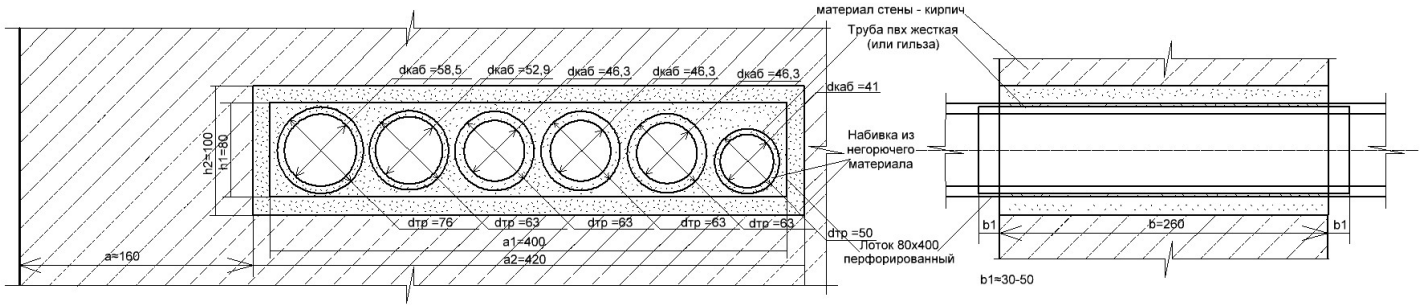

Рис. 2-Место проема в стене для прокладки кабельных линий
- требуется подготовка проема не менее 420х100 мм в стене шириной 260 мм (материал – кирпич) между двумя помещениями (рисунок 2);